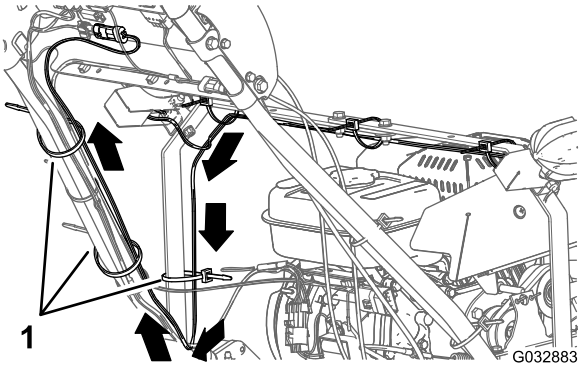

Bild 13
1. Verlegen Sie den Kabelbaum für die LED-Lampen nach unten entlang des linken Riemens der Lampenleiste und zum Rohr des linken Holms (Bild 13).
2. Verlegen Sie den Kabelbaum nach oben entlang des Rohrs des linken Führungsholms zum Bedienfeld (Bild 13).
3. Befestigen Sie den Kabelbaum mit drei Kabelbinden am Riemen der Lampenleiste, wie in Bild 13 abgebildet.